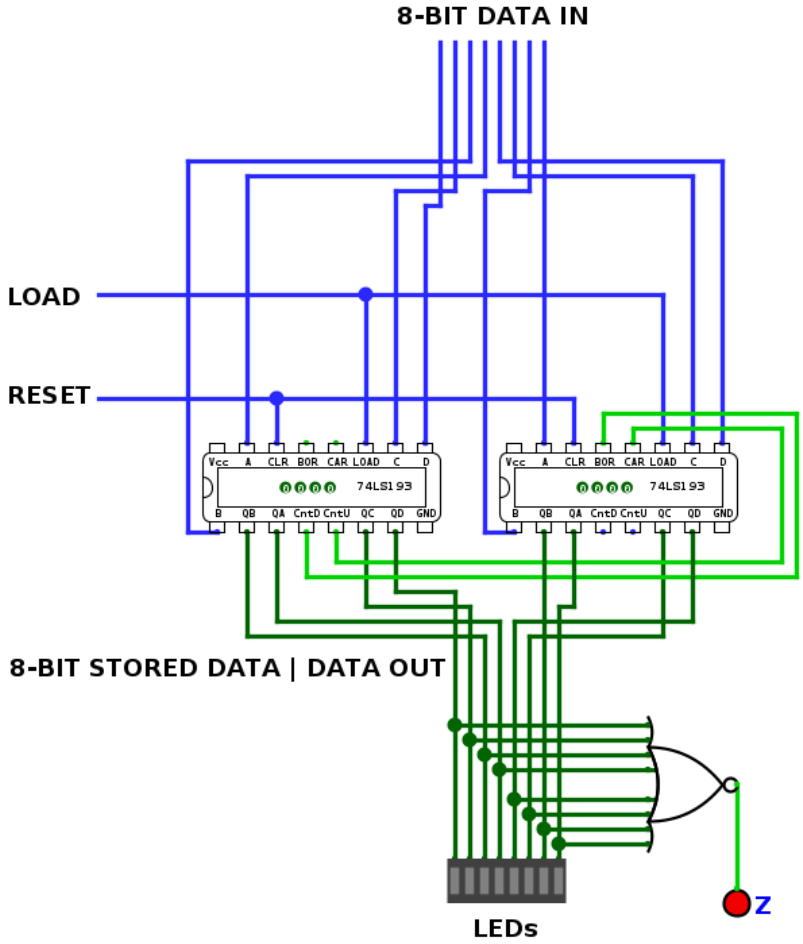

Figure 10: Data Register Implementation
Data register is a 8-bit valued flip-flop with both increment and decrement functionality. Therefore, we used 74LS193 chip. One essential property of the data register is that it also outputs a so-called zero flag (Z), which is 1 only if stored value is 0. The latter ability is implemented using OR gates and direct connection to stored bits. (see figure 10)